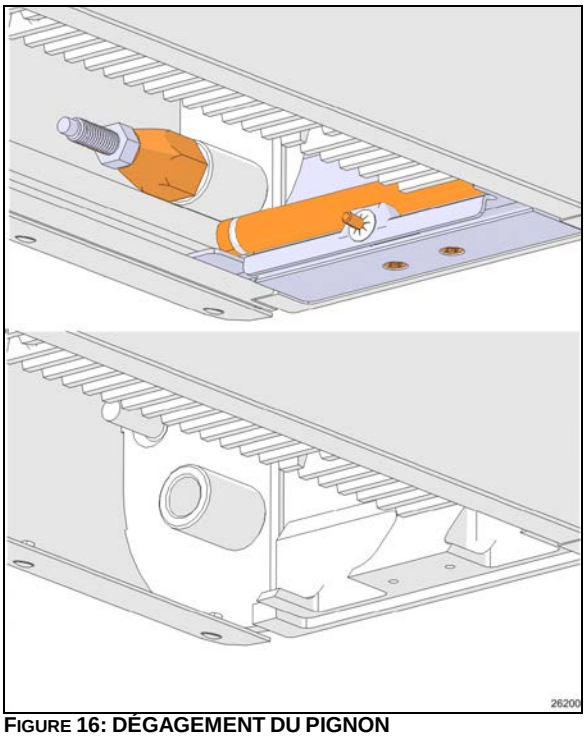

FIGURE 16: DÉGAGEMENT DU PIGNON
3. Certains items doivent être enlevés pour fournir le dégagement nécessaire au pignon. (Figure 16, haut)